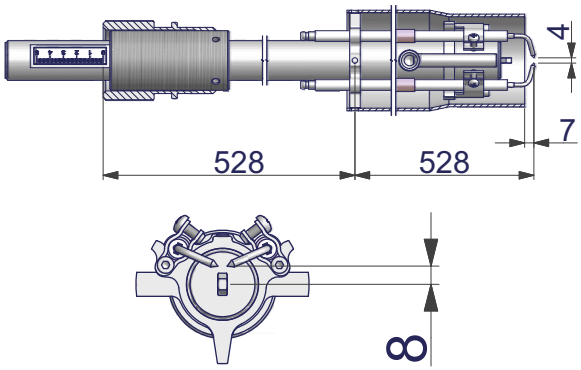

Рис. 27
- Проверьте запальный электроды, очистите, отрегулируйте и, при необходимости, замените (см. Рис. 27).
Отрегулировать положение электродов и форсунки, соблюдая размеры, указанные на Рис. 27.